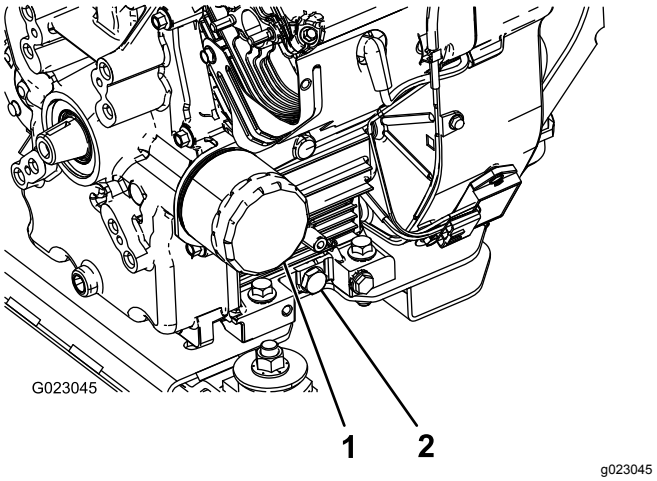

**Figuur 38**
5. Verwijder de aftapplug (Figuur 38).
2. Verwijder het oliefilter (Figuur 38).
5. Plaats het nieuwe filter op het filtertussenstuk. Draai het oliefilter rechtsom totdat de rubberen pakking contact maakt met het filtertussenstuk. Draai het filter vervolgens nog eens ½ slag (Figuur 38).